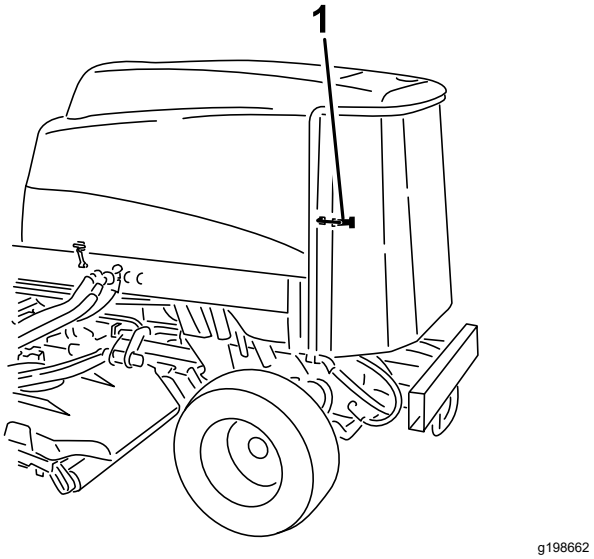

Figur 111
2. Åbn den bageste skærm (Figur 111).